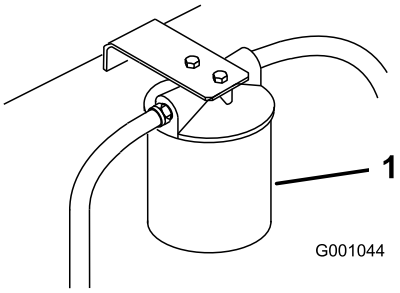

**Figuur 62**
3. Plaats een opvangbak onder het filter. Verwijder het oude filter en veeg de pakking van het filtertussenstuk schoon (Figuur 62).